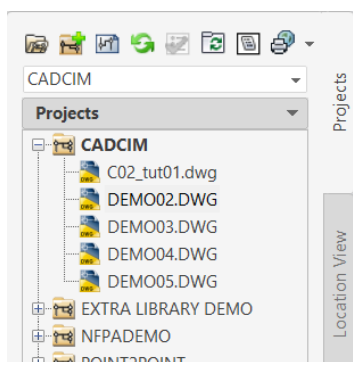

Figure 2-64 *The* ***PROJECT MANAGER*** *displaying the* ***CADCIM*** *project after removing the DEMO01.dwg drawing*
1. Right-click on the *DEMO01.dwg* drawing and then choose the **Remove** option from the shortcut menu displayed; the **PROJECT MANAGER - Remove Files** message box is displayed. Choose the **Yes** button in this message box; the *DEMO01.dwg* drawing is removed from the drawing list, see Figure 2-64.